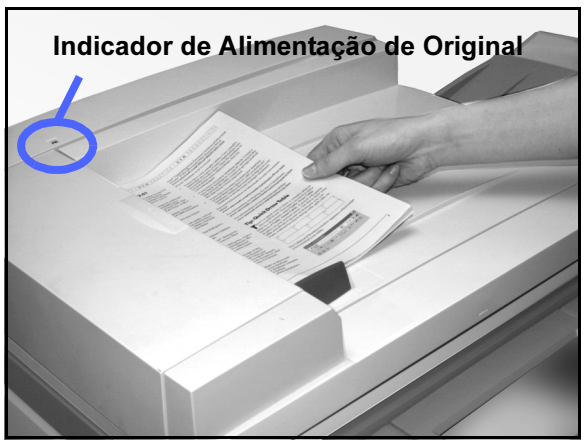

Figura 5: Colocar um original na Bandeja do DADF
- Se possuir um Alimentador Automático de Originais Duplex, coloque o original com a face para cima na Bandeja do Alimentador (DADF), tal como é mostrado na Figura 5. As luzes do Indicador de Alimentação de Original acendem-se quando o original estiver na posição correcta. Certifique-se que a guia de papel está encostada ao original.